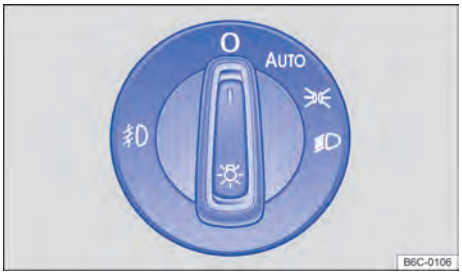

Fig. 74 Ao lado do volante: interruptor de luzes (uma variante).
– **Ligar o farol de neblina:** puxe o interruptor das luzes para fora → Fig. 74, até a primeira ranhura. A luz de controle se acende no interruptor na cor verde.